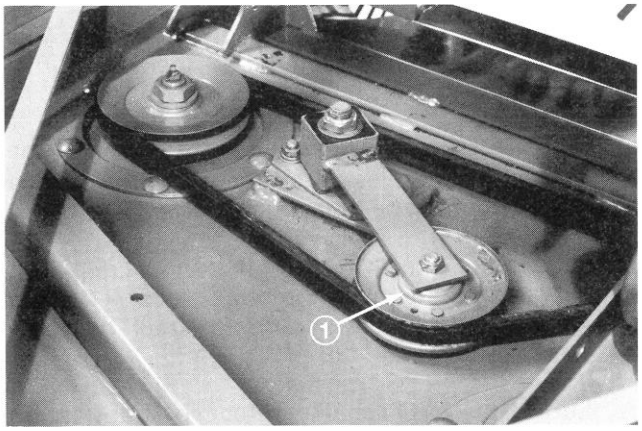

Figure 56
3. Loosen two nuts securing idler plate so tension of the idler pulley against the belt is released (Fig. 56).